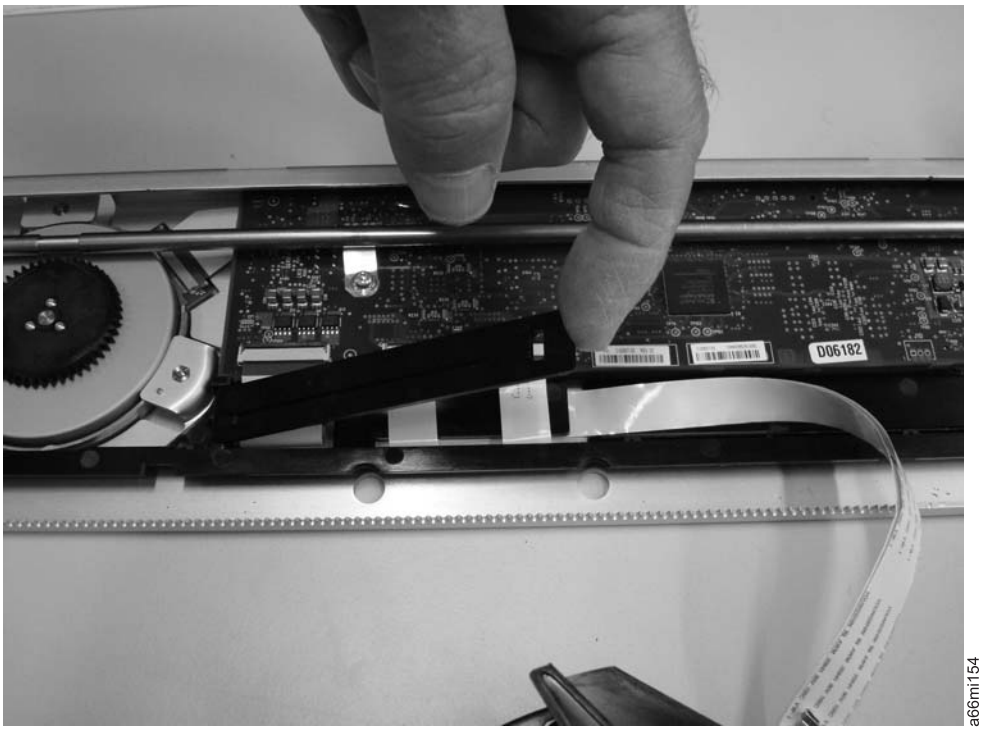

Figure 7-113. Lift the cable protector
a. Lift the cable protector. (See Figure 7-113 on page 7-100)